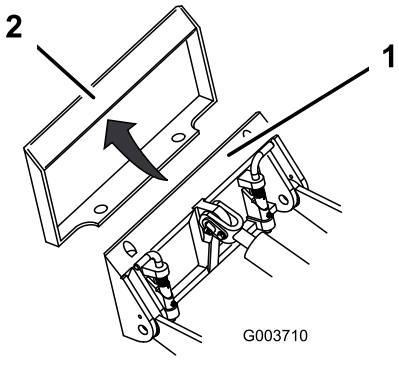

**Rysunek 25**
4. Umieść płytę montażową na górnej krawędzi płyty odbiornika osprzętu (Rysunek 25).